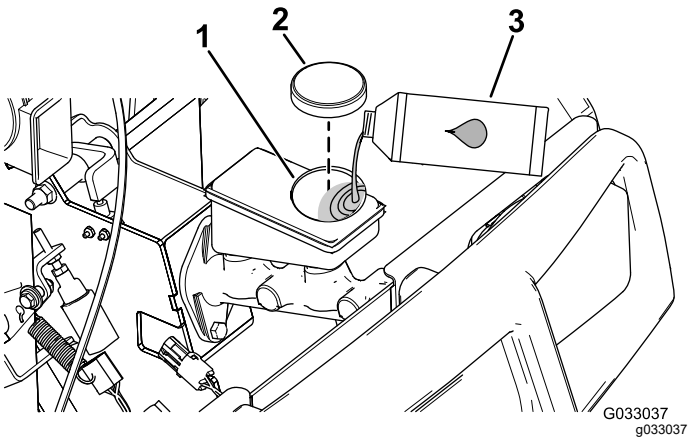

Figur 16
2. Løft motorhjelmen for at få adgang til hovedbremsecylinderen og beholderen (Figur 16).
A. Rengør området omkring beholderdækslet, og tag dækslet af (Figur 16).
C. Sæt beholderens dæksel på (Figur 16).